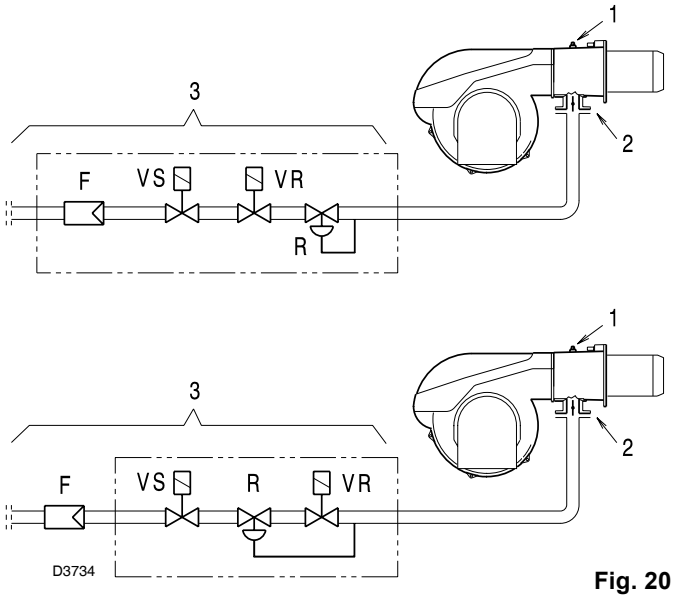

Fig. 20
Pressure loss at gas butterfly valve 2)(Fig. 20) with maximum opening: 90°.
Pressure loss of gas train 3)(Fig. 20) includes:
– subtract the combustion chamber pressure from the gas pressure measured at test point 1)(Fig. 20).
Gas pressure at test point 1)(Fig. 20) =	19 mbar
To calculate the required gas pressure at test point 1)(Fig. 20), set the MAX output required from the burner operation:
– read, on the right (column 1), the pressure at the test point 1) (Fig. 20).
pressure required at test point 1)(Fig. 20).